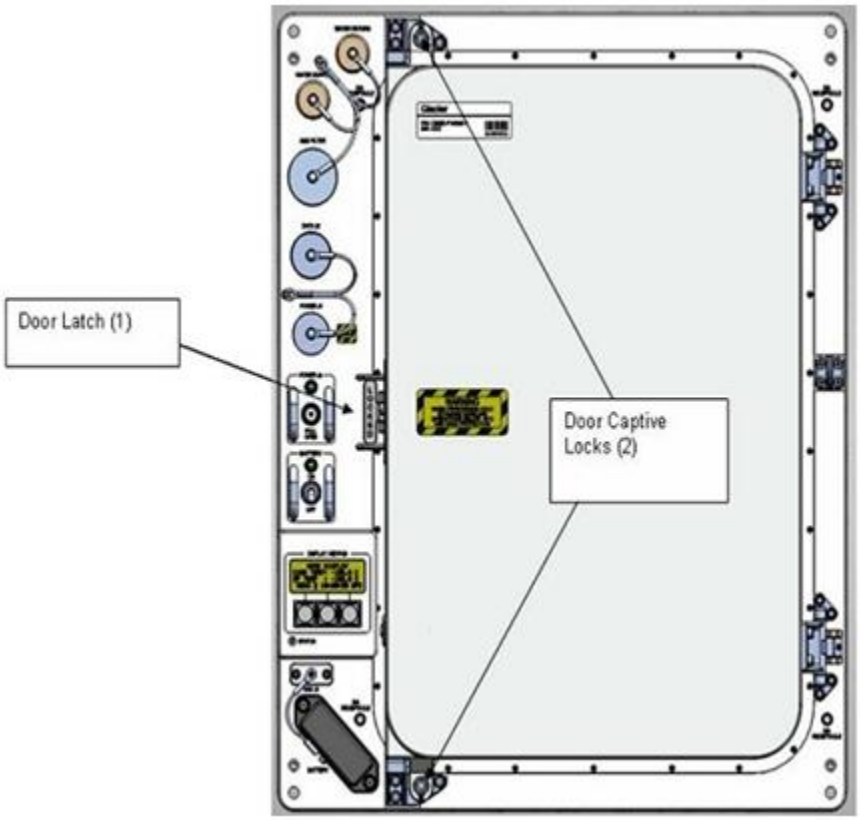

Figure 1. Glacier Configuration.
1.1 If door locked, then unlock Glacier Door Captive Locks (two) using 3/16" Hex Head, 3/8" Drive; 1/4" to 3/8" Adapter, 1/4" Drive; 4" Ext, 1/4" Drive; Ratchet, 1/4" Drive. See Figure 1 Glacier Configuration.